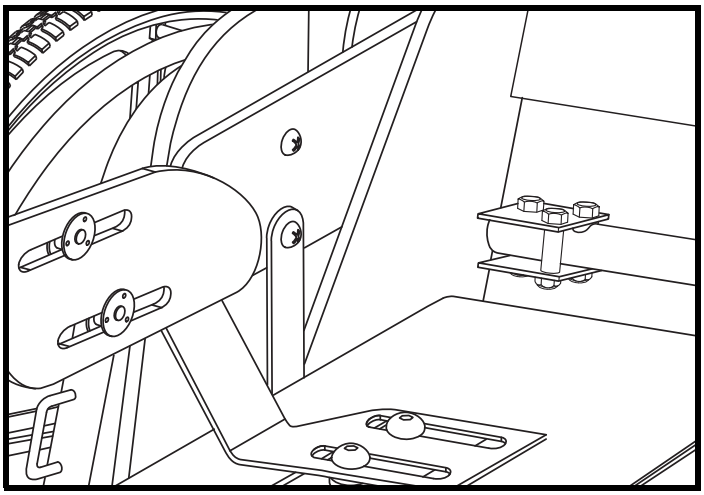

Figura 34. Adduttori del Kids FAST
1. I supporti per adduttori con fessure devono essere sempre regolati il più lontano possibile l'uno dall'altro. Ciò consente il corretto posizionamento del cuscino del sedile. **Vedere la figura 34.**